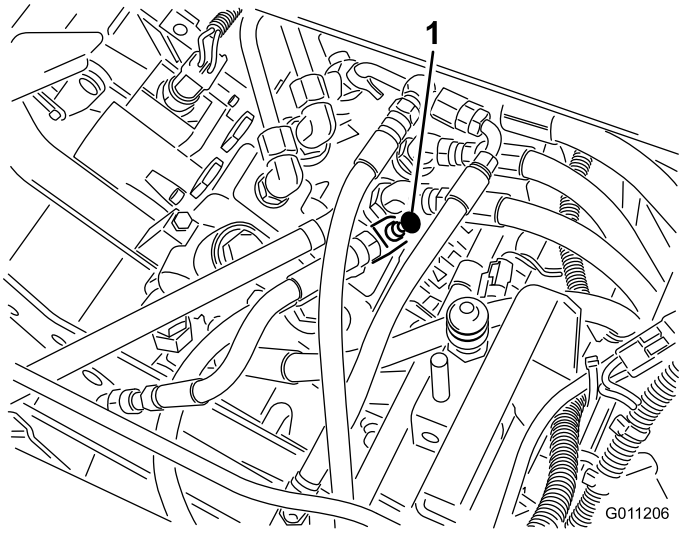

Figur 45
1. Løft setet, og finn mengderegulatoren, som er festet til hovedkontrollventilen (Figur 45).